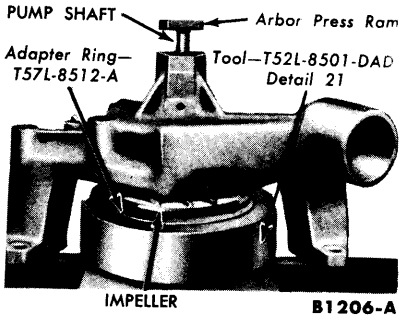

FIG. 8—Impeller Installation
5. Replace the impeller if it is worn or damaged. Coat the seal rubbing face of the impeller lightly with grease. Press the shaft into the impeller (Fig. 8). **Press the shaft into the impeller until the pump housing lightly touches the face of the adapter ring. If excessive pressure is exerted on the shaft after the rear face of the housing contacts the adapter**